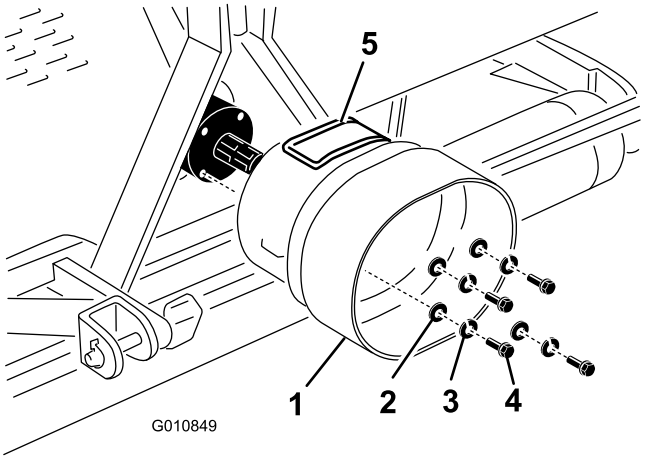

**Figur 18**
1. Fjern de fire boltene, låseskivene og de flate skivene som er festet på bakre del av luftemaskinens girkasse (Figur 18).
2. Fest verneplatene for kraftuttaket til luftemaskinens girkasse, ved hjelp av festene som du fjernet tidligere (Figur 18). Når du monterer verneplatene for kraftuttaket, må du sørge for at tilgangspanelet (Figur 18) står vendt mot toppen eller siden, avhengig av luftemaskinens rammekonfigurasjon.
**Merk:** Det er enklere å fjerne og montere festene for kraftuttaksakselen når tilgangspanelet er (Figur 18) åpent.